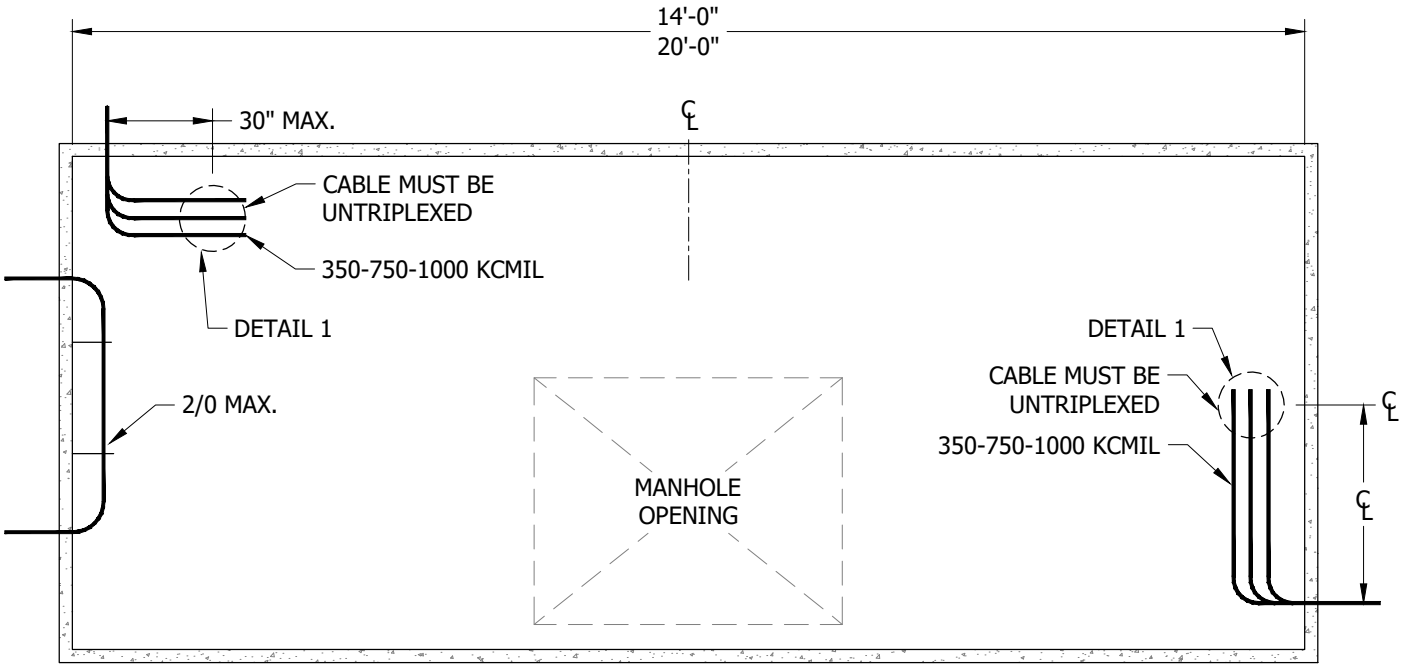

FIGURE 20 (Q)
(Q) WHEN CABLE ENTERS THE MANHOLE AND MAKES AN IMMEDIATE 90 DEGREE BEND AS SHOWN IN FIGURE 20, IT MUST BE UNTRIPLEXED AND INSTALLED IN THE THREE OUTSIDE POSITIONS NEAREST THE END OF A 4-WAY STEP (SEE DETAIL 1).